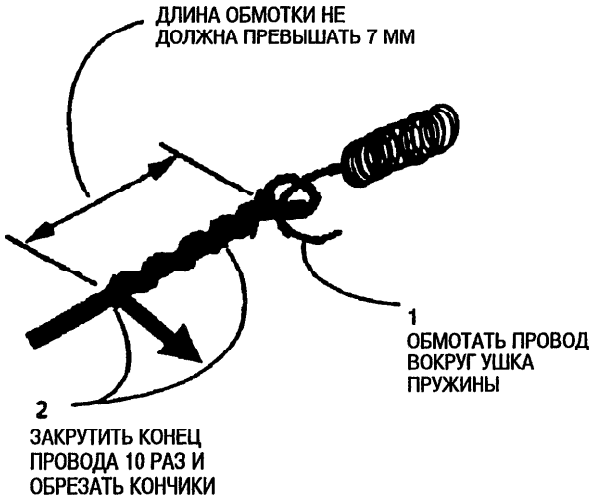

Рис. 3. Укрепление нити коротрона заряда на пружине
1. (Рис. 3): Используя минимум 40 см провода для нити коротрона или моток на катушке, прикрепить провод к пружине.